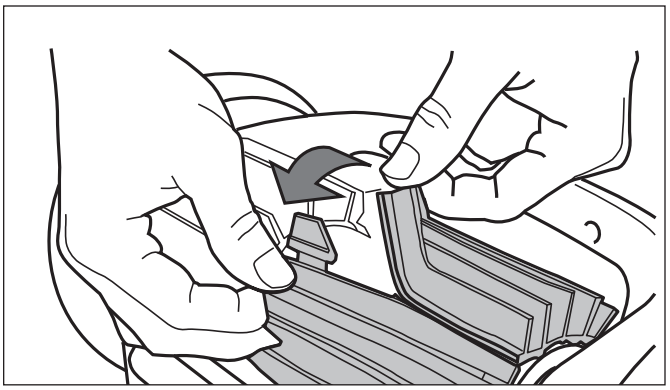

Figure 17. Enlever les onglets de la brosse
2. Séparez les bords de la brosse et défaites les languettes. Retirez la brosse usée (voir la figure 17).